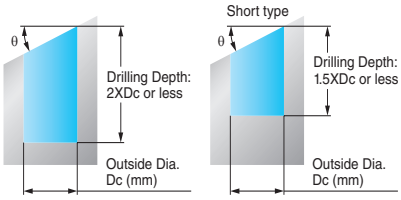

Fig.1
- Modifications of machining conditions can be needed when machining a slant surface, depending on the slant angle. (fig.1)